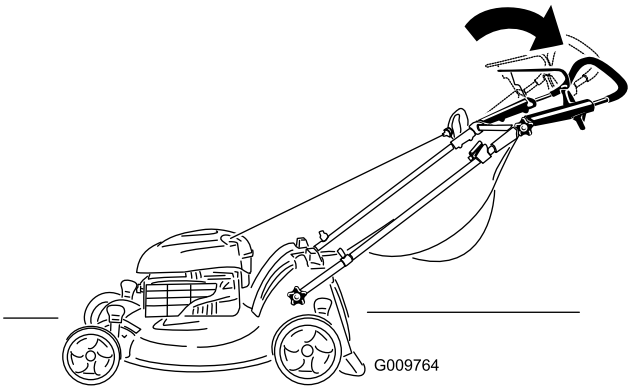

Figura 15
2. Spostate la sezione superiore della stegola nella posizione desiderata (Figura 15).